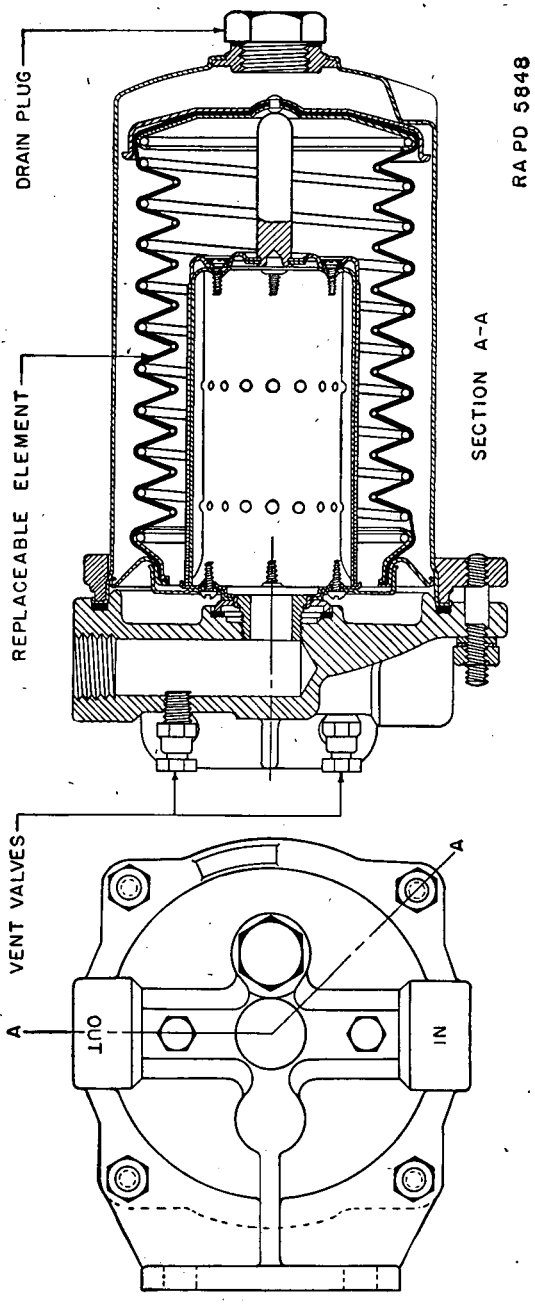

FIGURE 49.—Guiberson fuel filter.
b. Guiberson Diesel engine, T-1020 (fig. 49).—(1) *Description.*—The "Purolator" Diesel fuel oil filter is of the renewable cartridge type. The fuel first passes through a wool element, then through a metal element.